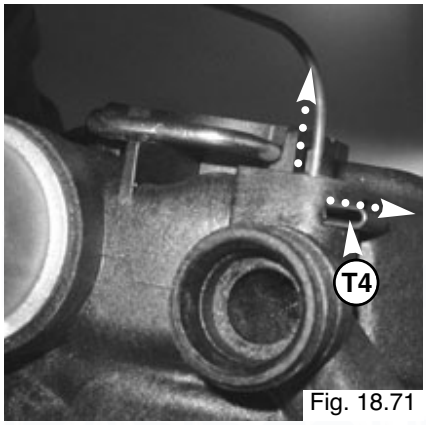

Fig. 18.71
6. Pull the pump toward you and remove the clip "**T4**" securing the pressure gauge (see Fig. 18.71);